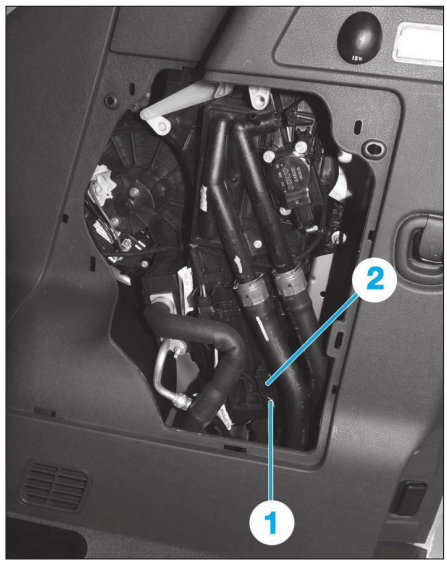

**Fig. 46**
• Déconnecter le connecteur (1) **(Fig.46)**.
• Déposer la sonde (2).